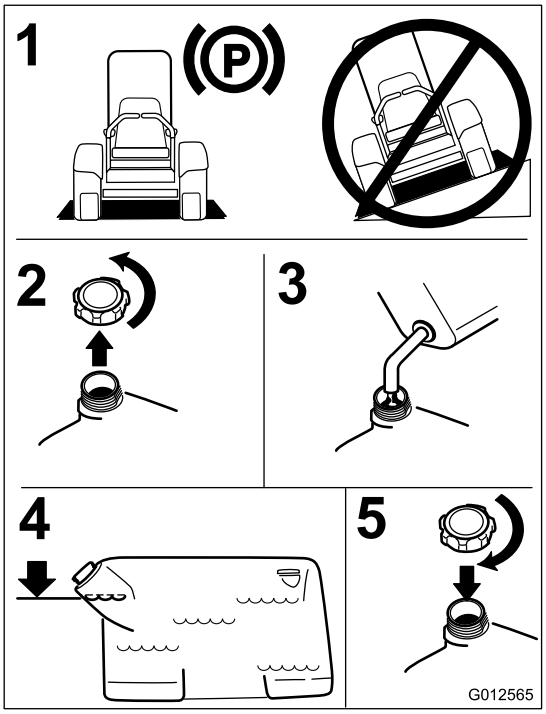

**Figur 7**
4. Fyll drivstoff på tanken til nivået når opp til bunnen av påfyllingshalsen. Påse at det er nok tomrom i tanken til å gi bensinen plass til å utvide seg (Figur 7).